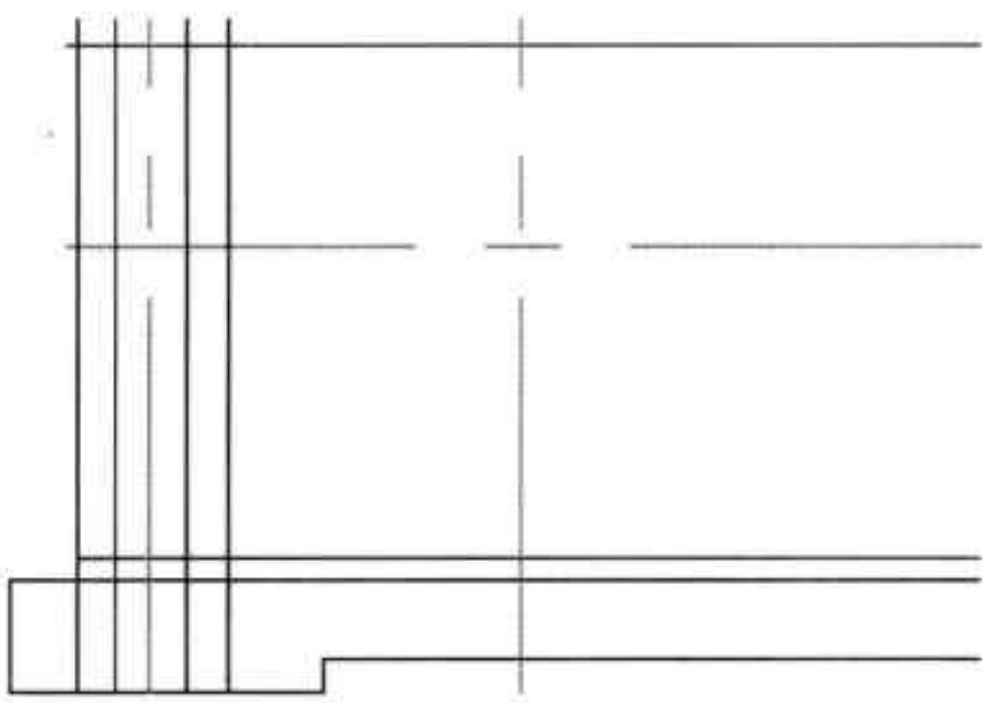

图21-67 修剪效果
Step 26 根据命令行的提示，选择修剪对象，修剪后的效果如图 21-67 所示。